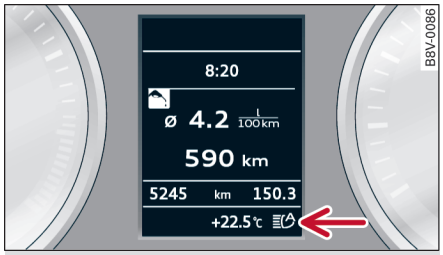

图 46 组合仪表：远光灯辅助系统的指示灯
- 要激活远光灯辅助功能时，请将拨杆推到 ① 位置。组合仪表显示屏中出现指示灯 ⇨ *图 46*，远光灯自动开启或关闭。如果打开了远光灯，那么便会亮起指示灯 。